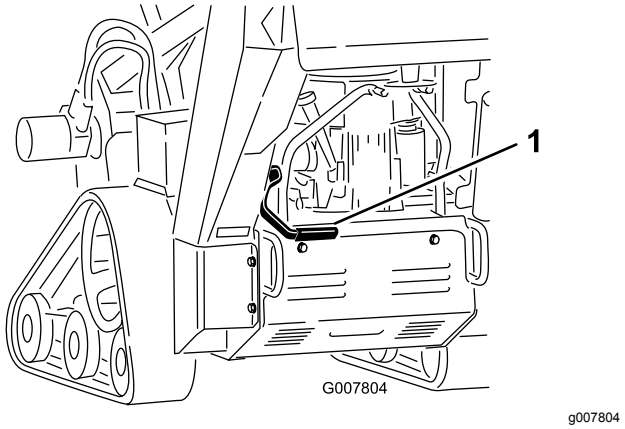

Figuur 15
- Instellen van de parkeerrem: trek de remhendel naar achteren en naar boven (Figuur 15).
- Vrijzetten van de parkeerrem: trek de remhendel naar achteren en dan naar beneden (Figuur 15).